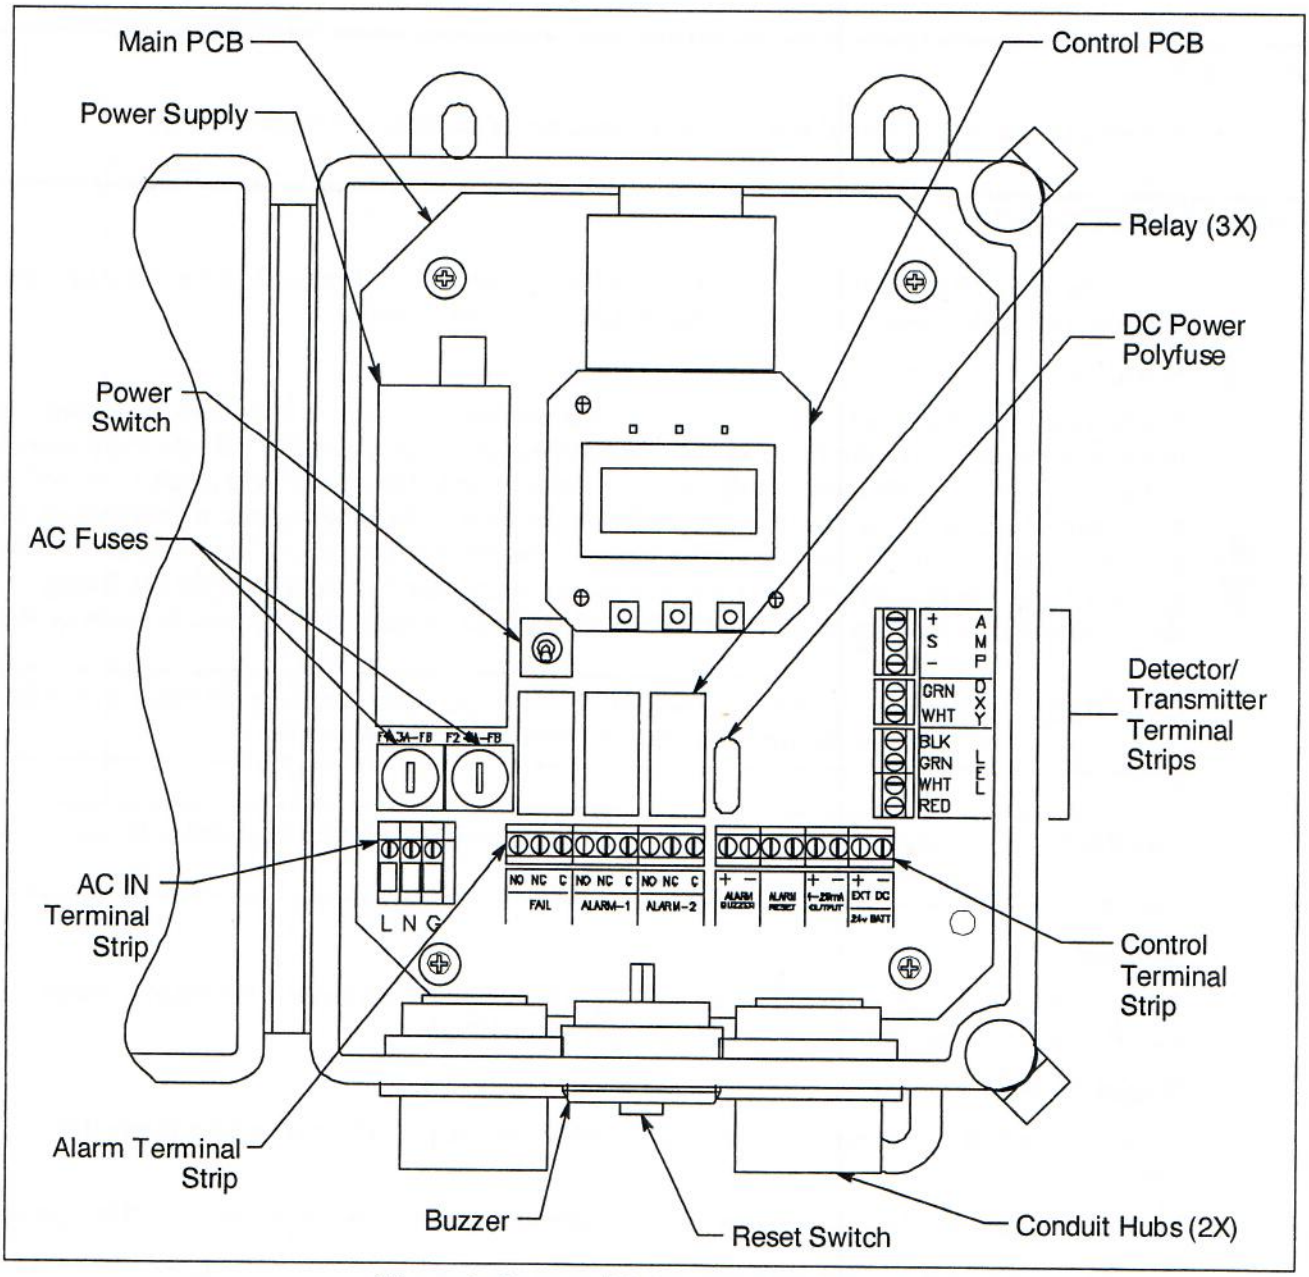

Figure 1: Beacon 110 Component Location
3. Locate the alarm terminal strip. See Figure 1 on page 8.
4. Locate the 3-point AC in terminal strip in the lower left corner of the main PCB (see Figure 1 on page 8). The terminals are labelled **L**, **N**, and **G**.
The Beacon 110 includes three active status LEDs that are located above the display (see Figure 1 on page 8). Two LEDs, labelled RX and TX, to the right of those described below, are not active.
The power switch is located to the right of the power supply and above the relays (see Figure 1 on page 8). The power switch turns the incoming AC power source on and off at the Beacon 110. When the switch is up, the power switch is on.